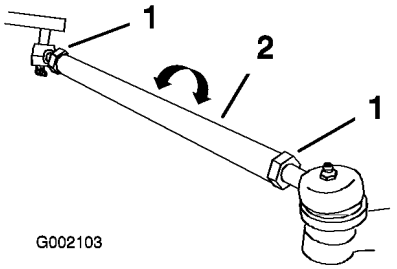

Figur 12
2. Om måttet inte ligger inom det angivna intervallet (se måtten och parametrarna i början av förfarandet), lossar du kontramuttrarna i båda ändarna av dragstängerna (Figur 12).